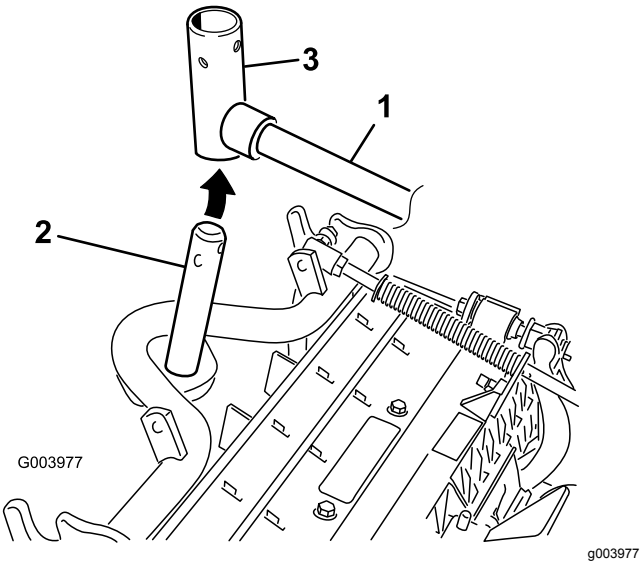

Figure 11
8. Pour les unités de coupe avant, poussez une unité de coupe sous le bras de levage tout en insérant l'arbre du bâti porteur dans la chape de pivot du bras de levage (Figure 11).
B. Insérez la chape du bras de levage sur l'arbre du bâti porteur (Figure 11).